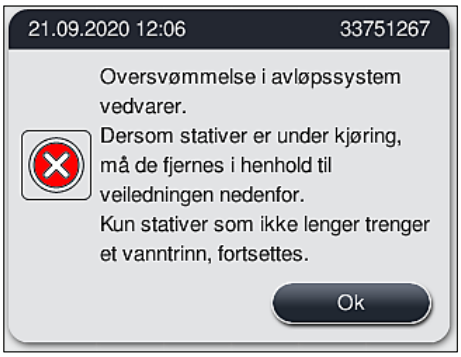

Fig. 126
3. Hvis blokkeringen ikke kan fjernes til tross for alle forsøk, deaktiveres vannstasjonene på grunn av det vedvarende kritisk høye vannivået. Vannstasjonene vises som defekte på skjermen. For å avbryte ett eller flere programmer trykker du enten (→ "Fig. 124-2") eller (→ "Fig. 125-2") for å starte den kontrollerte avbrytningsprosessen. Programmer som ikke krever vanntrinn, fortsetter til slutten av fargeprosessen. Alle gjenværende stativer som fremdeles krever minst ett vanntrinn, må avbrytes og fjernes fra instrumentet. Bekreft følgende melding (→ "Fig. 126") ved å trykke på OK.